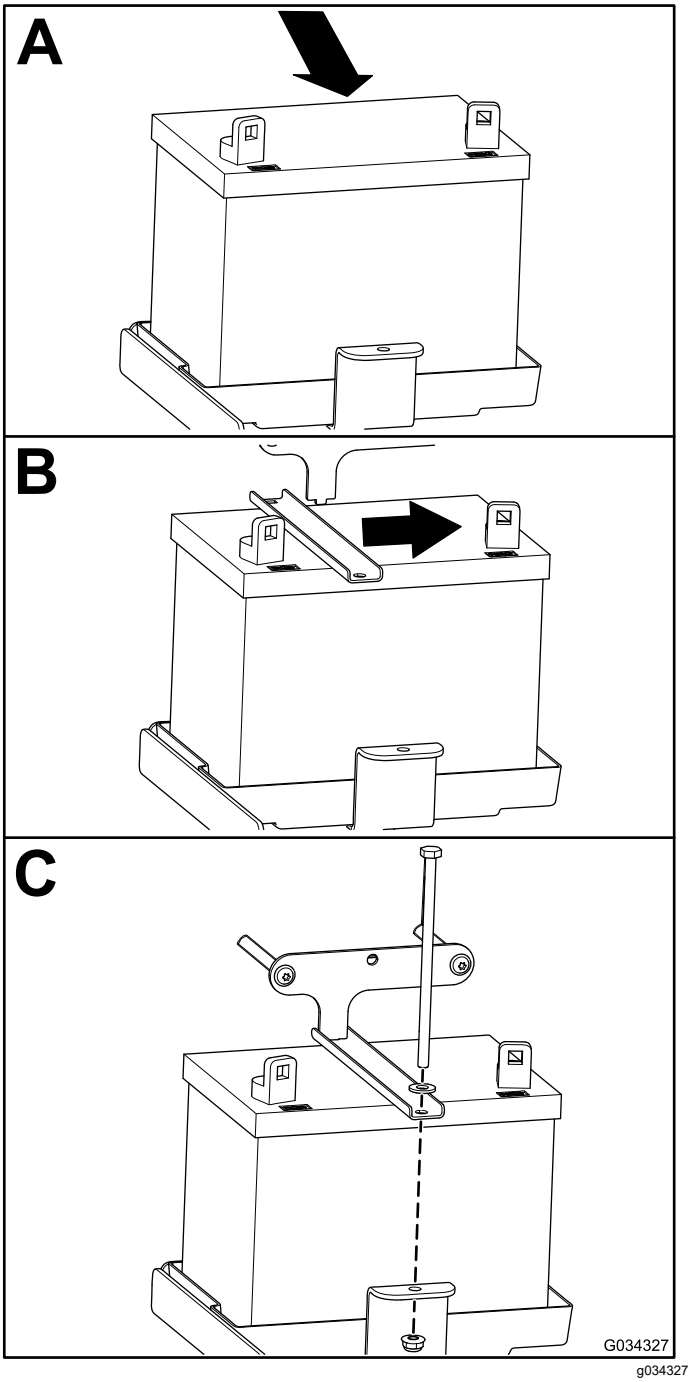

Bild 49
1. Setzen Sie die Batterien ein, wie in Bild 49 abgebildet.